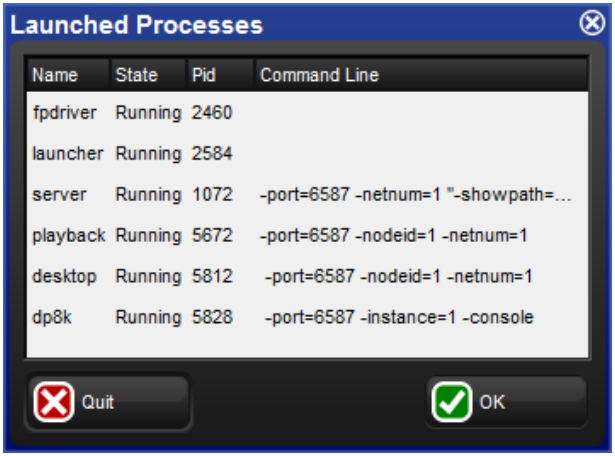

Figure 28.1. The Launched Processes window
1. Pig + Open + Backspace : open the Launched Processes window; see *Figure 28.1, "The Launched Processes window"*.